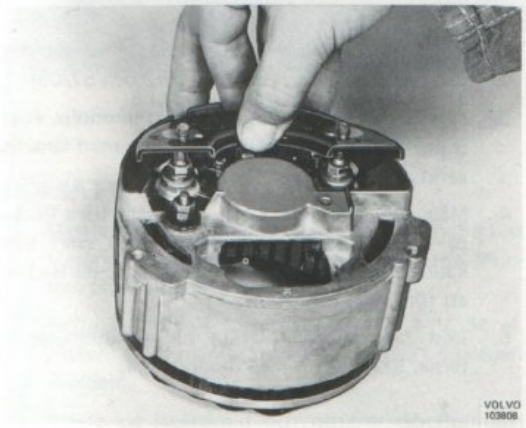

Bild 61. Borttagning av plusdiodplatta
6. Demontera muttrarna för plusdiodplattan och lyft upp och böj undan plattan, bild 61.